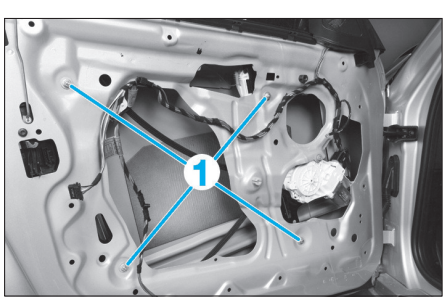

Fig. 102
- les vis de fixation (1) **(Fig.102)**.